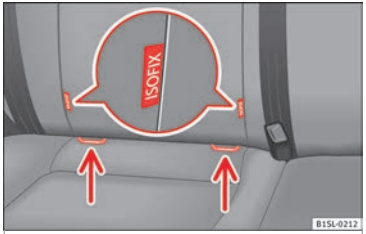

Fig. 26 On the vehicle seat: identification variants of the anchor points for the child seats
- Press the child seat onto the retaining rings ››› Fig. 26 in the direction of the arrow. The child seat must be safely engaged and click audibly into place.
- Place the child seat on the seat cushion and attach the retaining strap hooks to the retaining rings ››› Fig. 26.